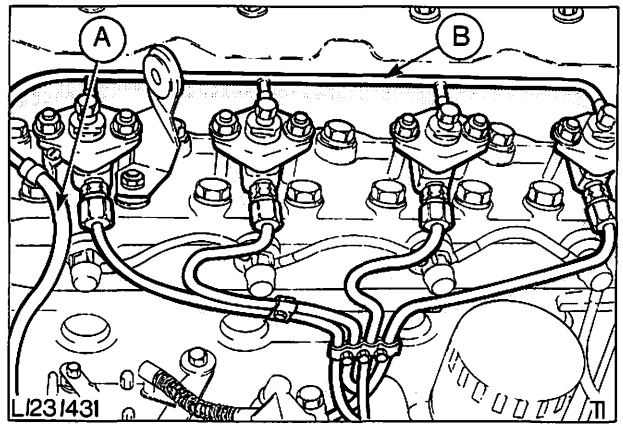

Abb. 52 Leckölleitung entfernen
5. Vier Schrauben entfernen und Leckölleitung von Einspritzdüsen abnehmen (Abb. 52).